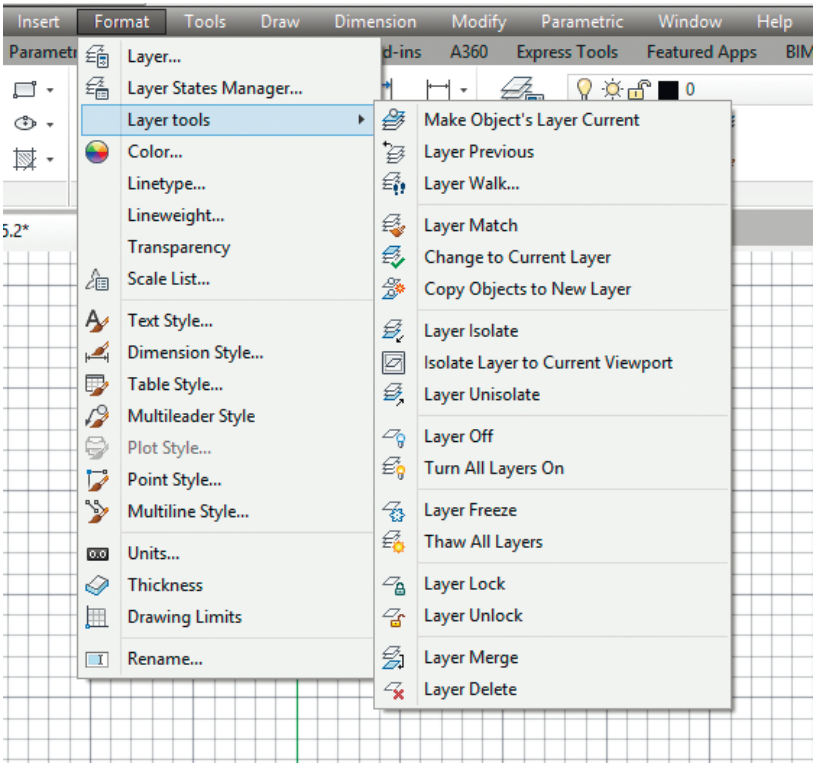

Рис. 5.5. Инструменты управления слоями
- Также инструменты управления слоями находятся в падающем меню **Format → Layer tools** (рис. 5.5).